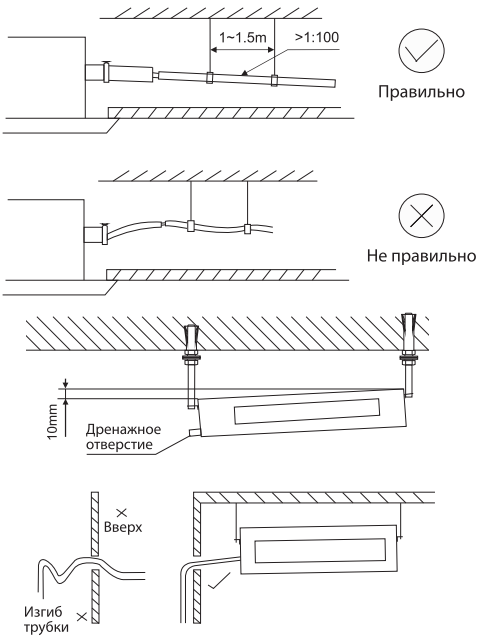

Рисунок 26 - Наклон дренажного трубопровода и внутреннего блока
• Дренажный трубопровод долеж иметь уклон вниз не менее 1/100 (см. рис. 26).
• Для обеспечения беспрепятственного стекания воды внутренний блок необходимо установить с небольшим уклоном в сторону дренажного отверстия (см. рис. 26).
• Дренажный трубопровод не должен иметь перегибов, иначе возможно затопление внутреннего блока и утечка воды (см. рис. 26).